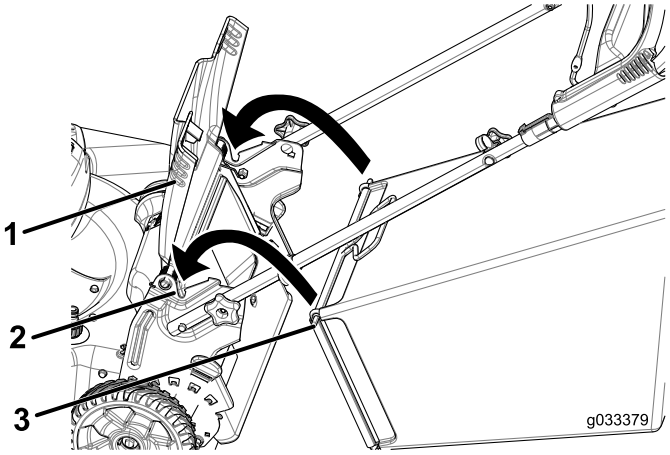

Figur 21
1. Höj och håll upp den bakre gräsriktaren (Figur 21).
2. Montera gräsuppsamlaren och kontrollera att piggarna på uppsamlaren vilar i skårorna på handtaget (Figur 21).